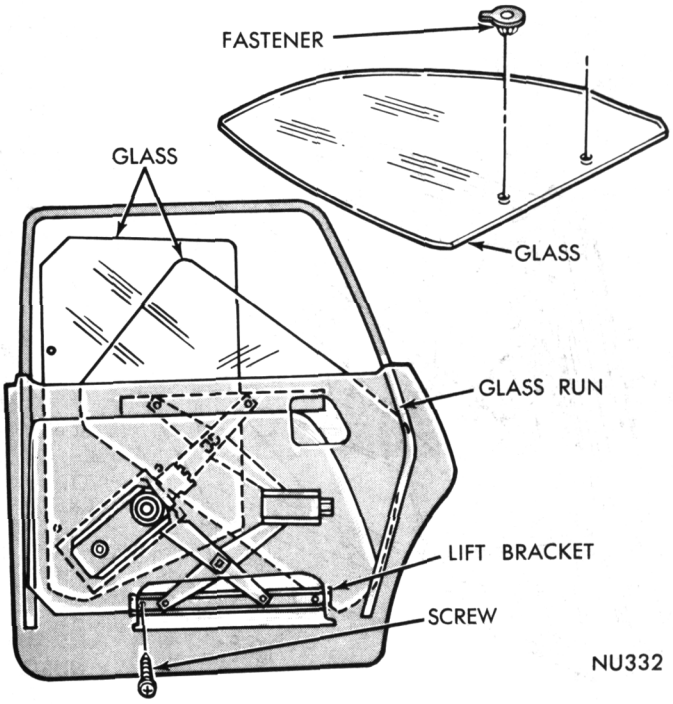

Fig. 46—Glass Replacement
(1) Remove lift channel to door glass fastener screws.
(2) Rotate front edge of glass rearward and up to disengage ends of glass from run channels.
(3) Lift glass assembly out of door.
(4) Remove lift fasteners from glass (Fig. 46).
(1) Position lift fasteners into glass from glass inner surface (Fig. 46).
(2) With bottom of glass in forward position, lower glass into door.
(3) Rotate front edge of glass forward and down, engaging glass ends into the front and rear glass runs.
(4) Align glass fasteners with holes in lift channel and secure with screws.